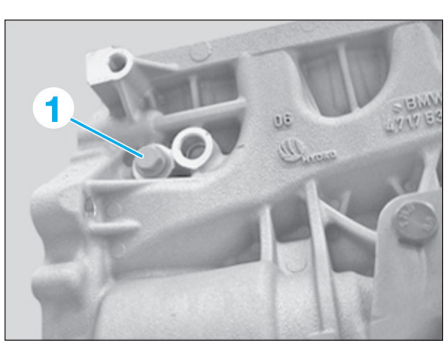

Fig. 94
• Dévisser le bouchon de vidange (1) du liquide de refroidissement sur le bloc-moteur **(Fig.94)**.